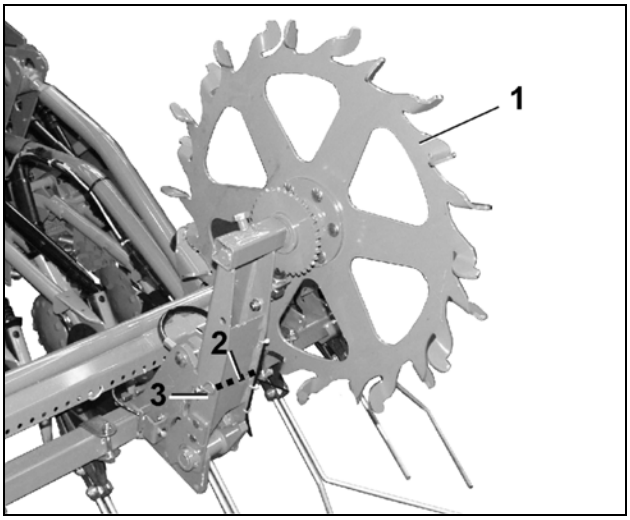

図 113
- 手でスターホイール（図　113/1）を少し上げ、スプリングピン（図 113/3）を緩め、ピン（図　113/2）を引いてスターホイールを下げます。